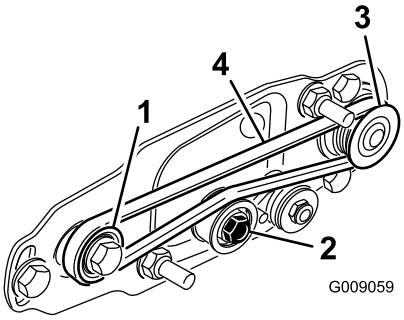

Figure 25
- Passez la courroie autour de la poulie **menée** puis sur le dessus de la poulie de tension (Figure 25).
- Commencez à installer la courroie sur la poulie **d'entraînement** (Figure 25).